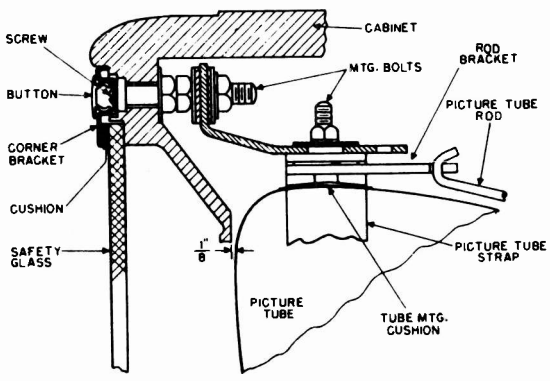

Fig. 10. Detail of Picture Tube Mount (Models 17T15, 21T10-T11-T12)
1. Remove the two buttons holding the corner brackets, see Fig. 10.